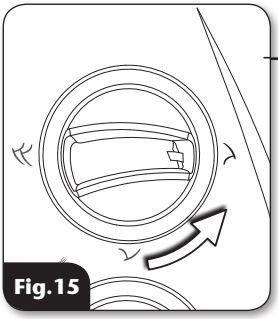

Fig.15
C. **With the cover off the shower** turn the power selector to the COLD position **(fig.15).**